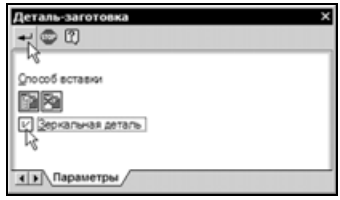

Рис. 6.119
- На экране появится диалог выбора способа вставки. Включите опцию **Зеркальная деталь** и нажмите кнопку **Создать объект** (рис. 6.119).